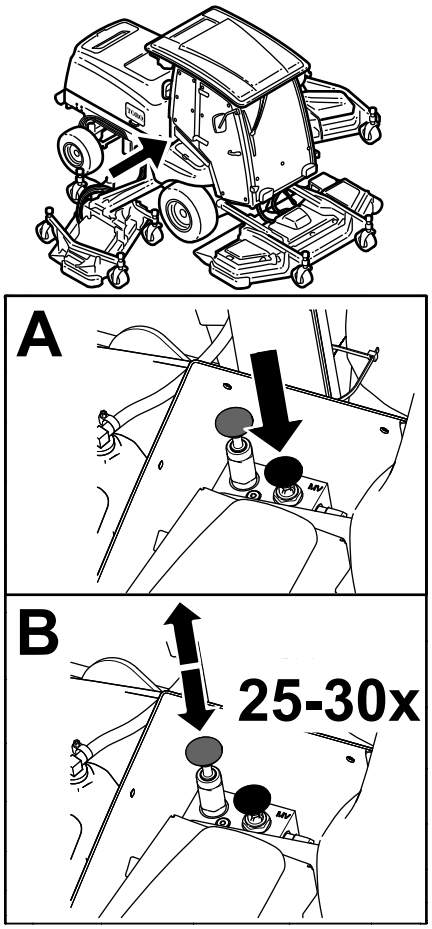

Figura 70
1. Válvula de desvío (2)
4. Quite manualmente el freno de estacionamiento automático usando la válvula de desvío y el émbolo, según se muestra en Figura 70.